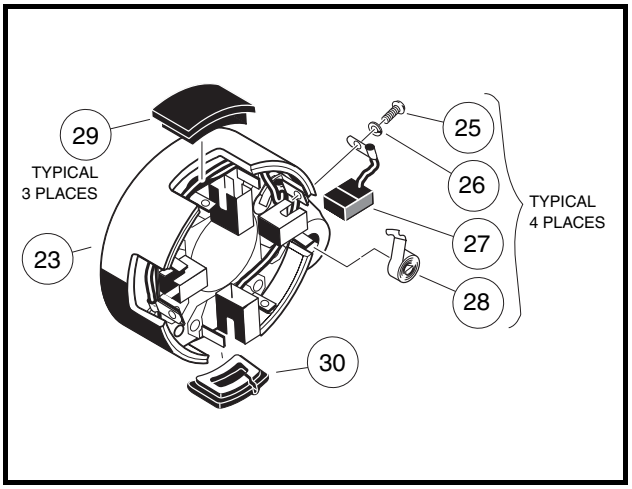
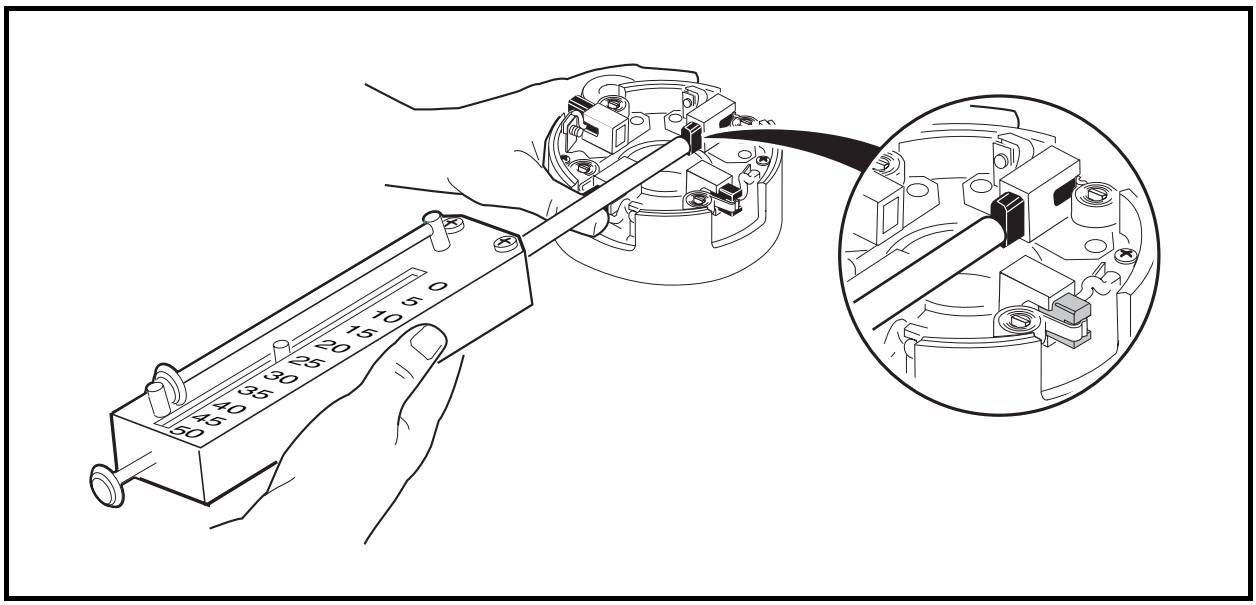

Figure 12-3 Brush Covers and Brushes
Figure 12-5 Brush Spring Tension Test
2. Remove brush covers (29 and 30), screws (25) and lock washers (26), brush springs (28), and brushes (27) **(Figure 12-3, Page 12-2)**. **See following NOTE.**
2. Install the four brushes (27) into their holders and insert the four brush springs (28) **(Figure 12-3, Page 12-2)**. Using a spring scale, test brush spring tension. If any spring has a tension less than 24 ounces (6.67 N), replace all four springs **(Figure 12-5, Page 12-3)**. **See following CAUTION.**
1. Connect the brush wires to the holders using four lock washers (26) and four screws (25), making sure the crossover leads are connected also. Tighten the screws to 31 in-lb (3.5 N·m) **(Figure 12-3, Page 12-2)**.
4. Push the brushes down into the holders. Position springs into the notches in the brushes. Install the brush cover (30) that has the drain hole in it next to the A2 terminal. Install the remaining three brush covers (29) in the openings in the commutator end cover (23) **(Figure 12-3, Page 12-2)**.
10. Push the brushes down into the holders. Place springs into the notches in the brushes. Install the brush cover (30) that has the drain hole in it next to the A2 terminal. Install the remaining three brush covers (29) in the openings in the commutator end cover (23) **(Figure 12-3, Page 12-2)**.